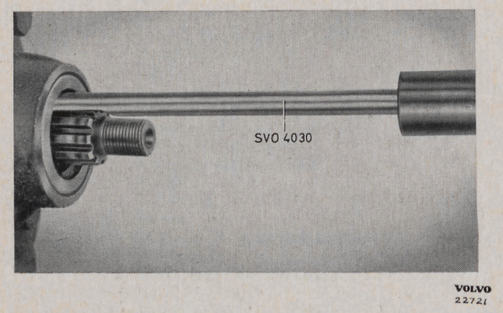

Bild 6. Demontering av tätningsring.
3. Drag ut den gamla tätningsringen med utdragare SVO 4030, bild 6. Montera den nya tätningsringen med dorn SVO 4113.